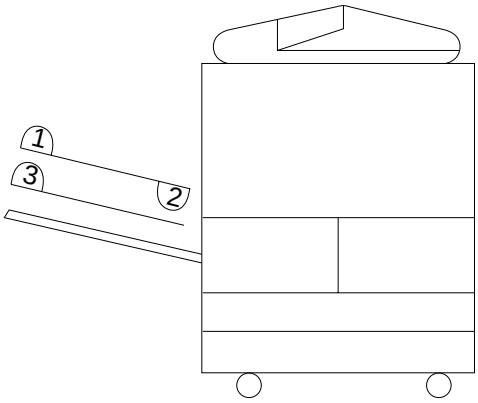

Figure 5-623b
b. If copies are made of an odd number of originals in reversal delivery and skipping modes, they will be stacked on the copy tray as shown in Figure 5-623b.